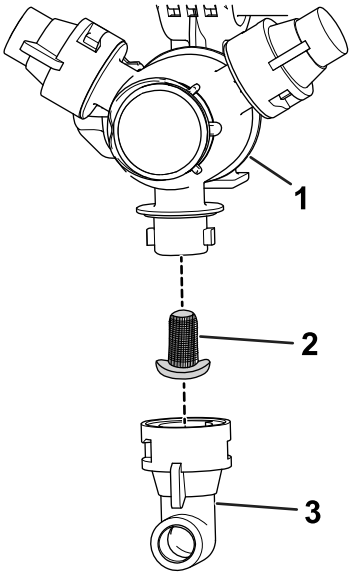

Figura 62
2. Remova o bico da torre de pulverização (Figura 62).
3. Remova o filtro do bico antigo (Figura 62).
4. Instale o filtro do bico novo (Figura 62).
5. Instale o bico na torre de pulverização (Figura 62).